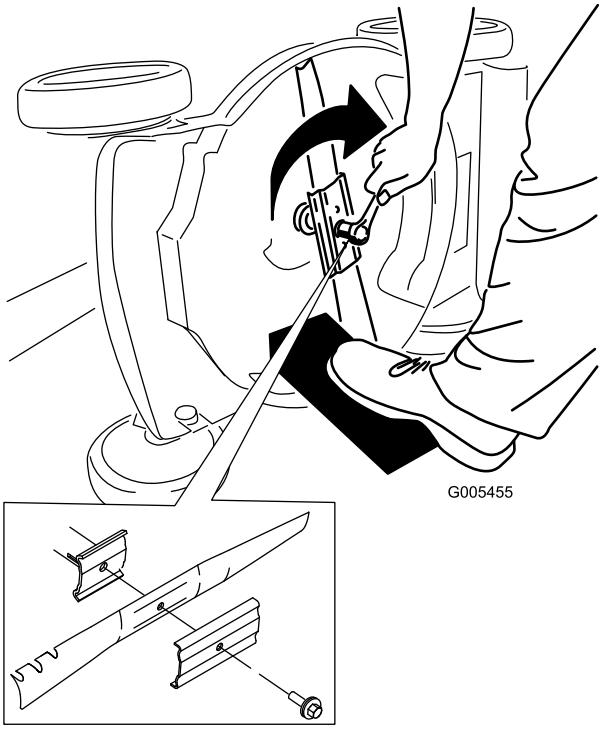

Figur 35
5. Monter den nye kniv og alle monteringsboltene og -møtrikkerne (Figur 35).